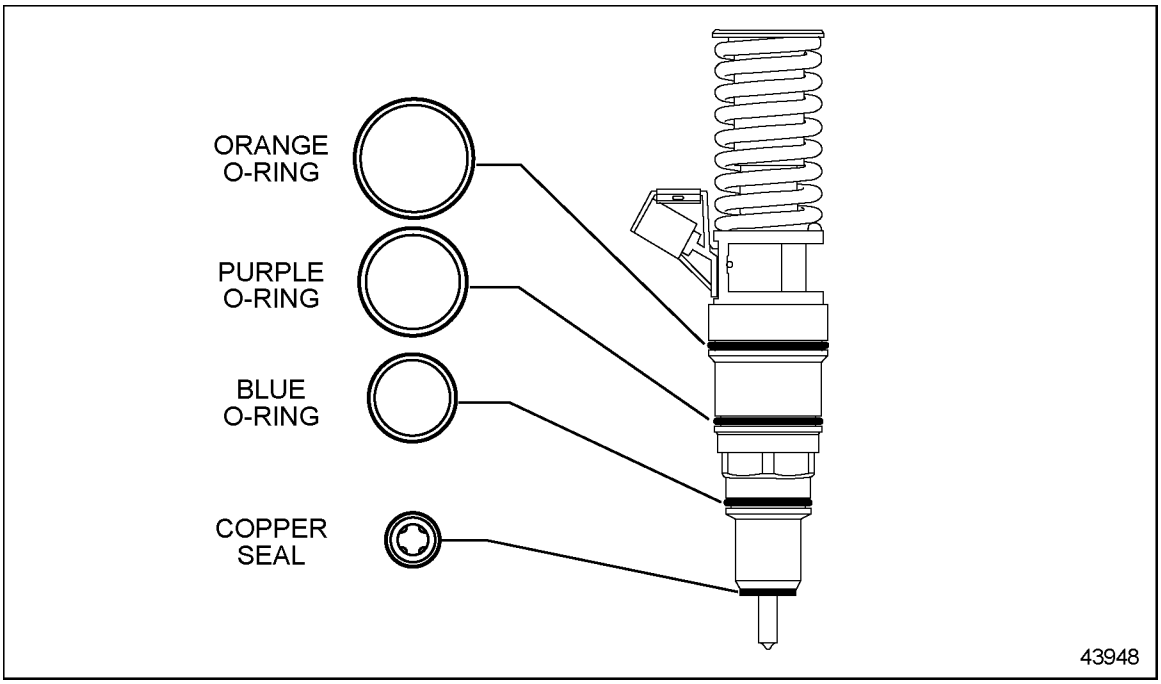

Figure 2-35 N3 Injector Seal Rings
6. Apply a thin coat of clean fuel oil to the injector seal rings and install them in the injector nut ring grooves. Make sure the seals are properly seated see Figure 2-35.